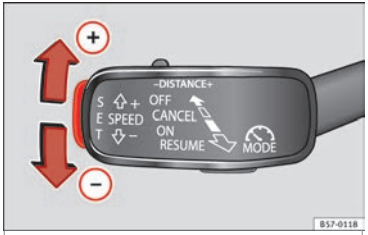

Fig. 179 On the left of the steering column: third lever for operating the Adaptive Cruise Control.
- Press the SET ››› **Fig. 179** button to programme current speed.
- To increase or reduce speed step by step, press the lever up/down briefly ››› **Fig. 179**. »